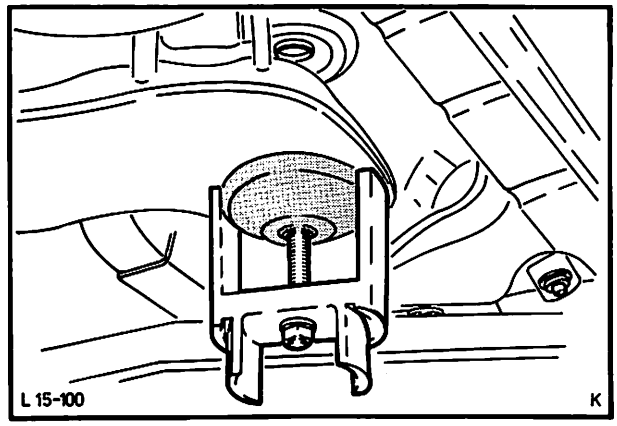

Abb. 157 Gummilager mit Spezialwerkzeug 15-014 herausziehen
4. Gummilager mit Spezialwerkzeug 15-014 herausziehen, Abb. 157.